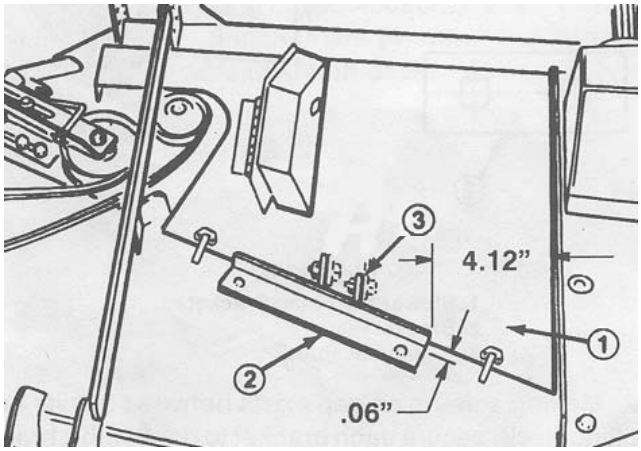
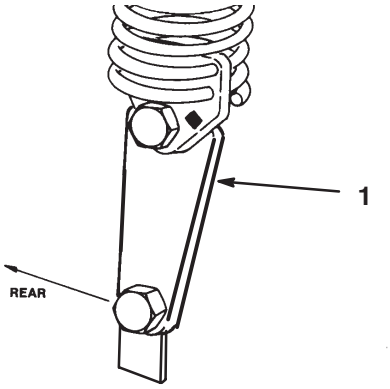

Figure 15
Figure 16
4. Using dimensions shown in figure 15, locate mounting position for spring bracket on cutting deck. Bracket to be parallel and positioned 1/16” from front edge of belt cover.
5. Using spring bracket as a template, mark and drill (2) 9/32” dia. holes in cutting deck.
6. Secure spring bracket to deck with (2) 1/4–20 x 3/4” lg. capscrews and locknuts.
6. Start engine and raise frame. Secure counterbalance spring knee link to cutting unit spring bracket with shoulder bolt and locknut previously removed (Fig. 16). Make sure to mount counterbalance to proper tab on cutting unit spring bracket (Fig. 15).